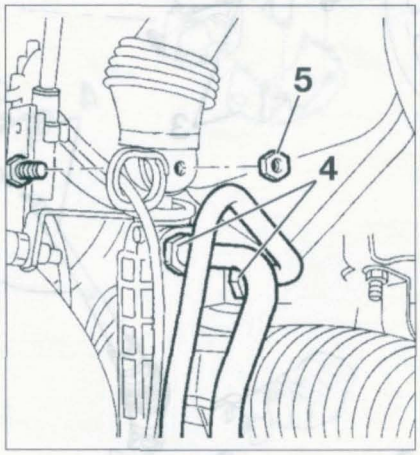

Figure 5-3
• Désaccoupler les raccords (4) **(figure 5-3)** puis manoeuvrer le volant de butée en butée pour vidanger le vérin de direction assistée.
• Déposer la fixation (5) du joint de cardan **(figure 5-3)**.